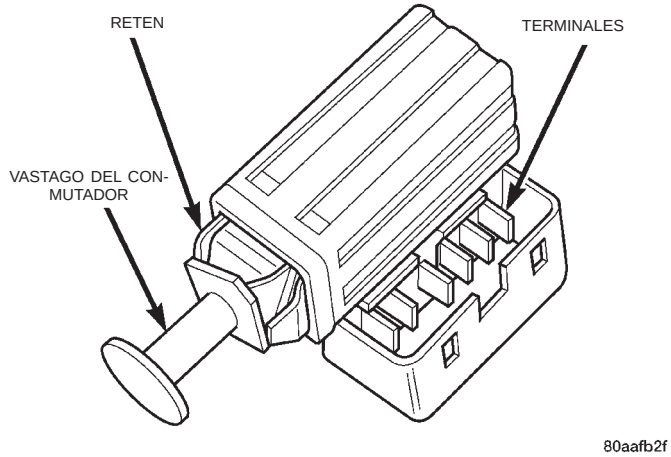

Fig. 17 Conmutador de luz de stop
(3) Gire el conmutador aproximadamente 30° en sentido contrario a las agujas del reloj para desbloquear el retén del conmutador. A continuación estire hacia atrás del conmutador y sáquelo del soporte.
(4) Desconecte el mazo de cables del conmutador y retire el conmutador del vehículo (Fig. 17).